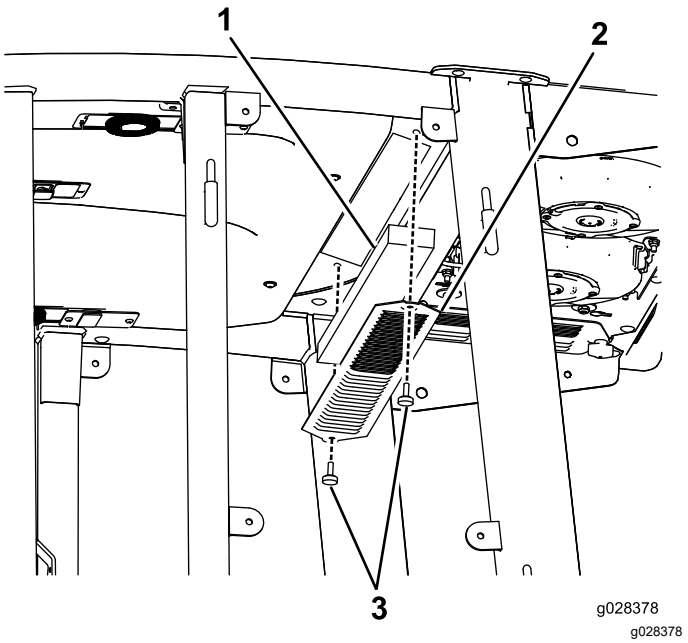
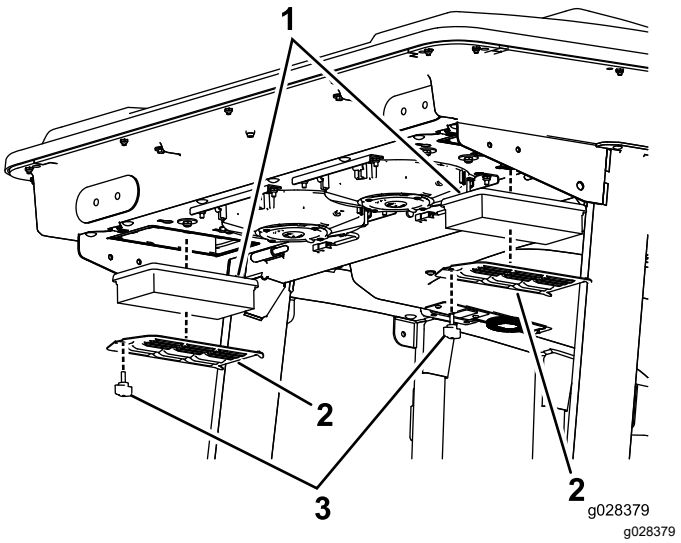
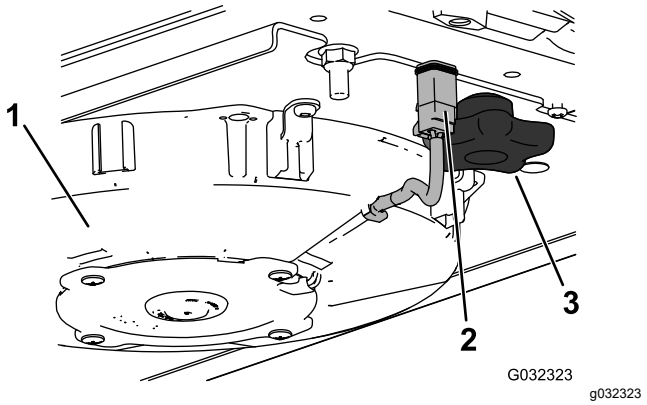
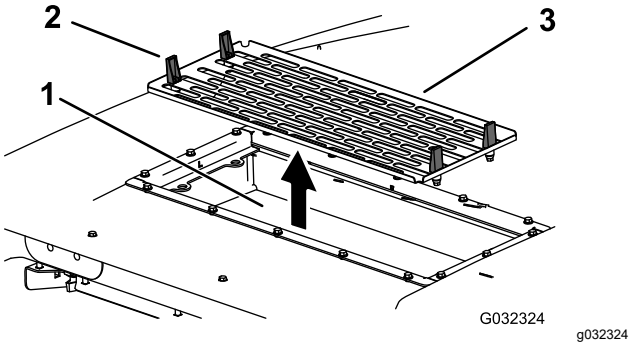

Figuur 148
Figuur 149
Figuur 151
Figuur 152
1. Verwijder de schroeven en de roosters van boven de luchtfilters in en achter de cabine (Figuur 148 en Figuur 149).
4. Verwijder de luchtfilters (zie Figuur 149).
6. Plaats de luchtfilters, het scherm en de ventilator (Figuur 149, Figuur 151 en Figuur 152).
7. Koppel de draden van de ventilators af (Figuur 151).